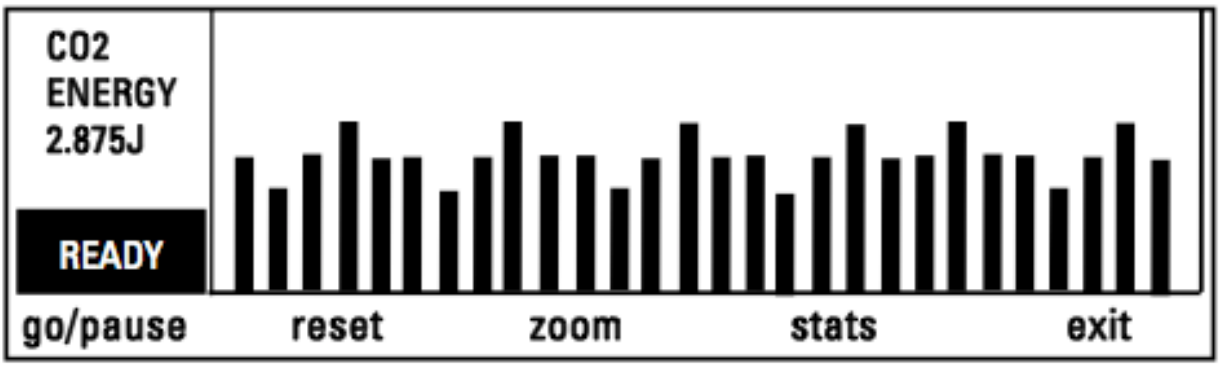

Рис. 11. Экран журналирования данных по энергии
4.5.6 Журналирование данных об энергии и хранение данных (см. рис. 11)